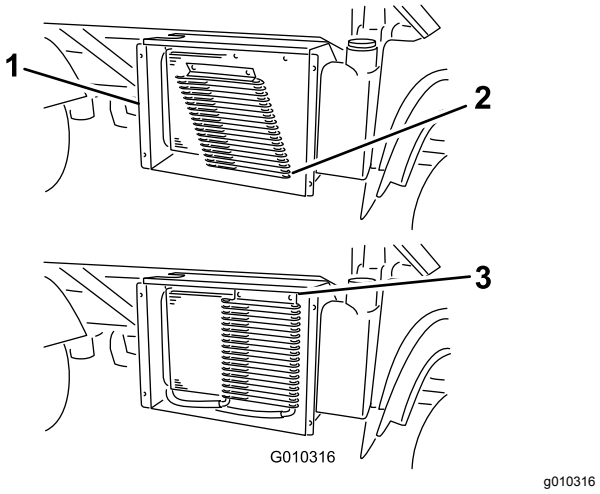

Figur 51
6. Vrid på spärrhakarna (i förekommande fall) och vrid bort oljekylaren från kylaren (Figur 51).